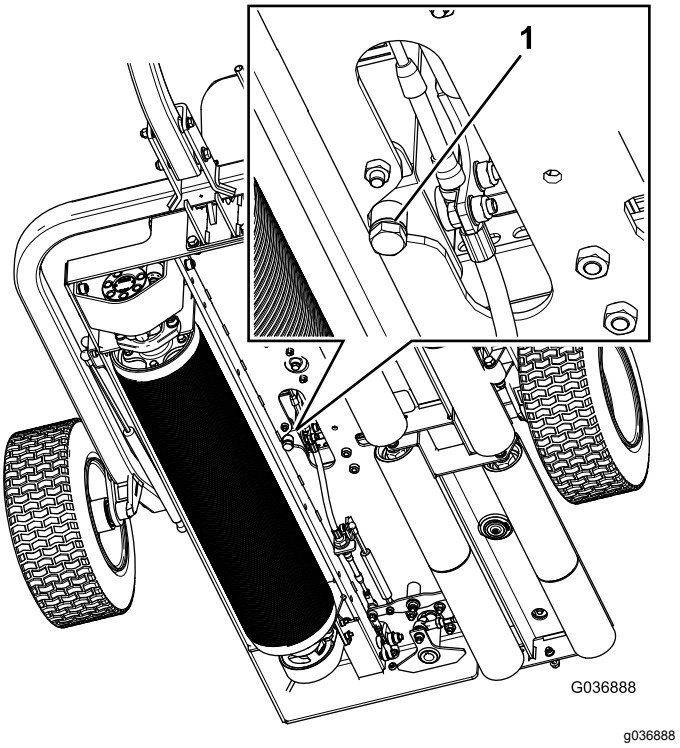

Figur 36
1. Anbring en dræningsbakke under hydrauliktankens aftapningsprop. (Figur 36).
2. Fjern aftapningsproppen fra bunden af tanken (Figur 36).